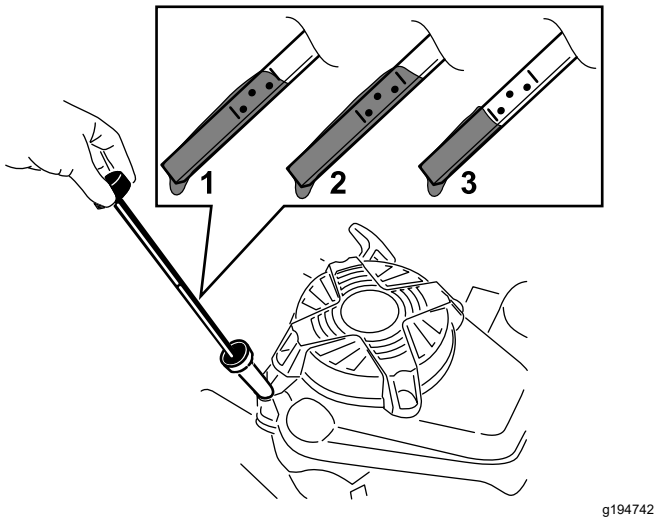

Figura 26
3. Retire la varilla girando el tapón en el sentido contrario a las agujas del reloj y tirando del mismo (Figura 26).
10. Observe el nivel de aceite en la varilla (Figura 26).